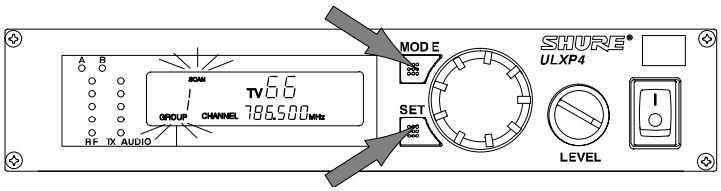

FIGURA 37
1. Tenete premuto il pulsante SET e premete una volta quello MODE. Sul display lampeggiano le diciture GROUP (GRUPPO) e SCAN (ANALISI). Vedi Figura 37.